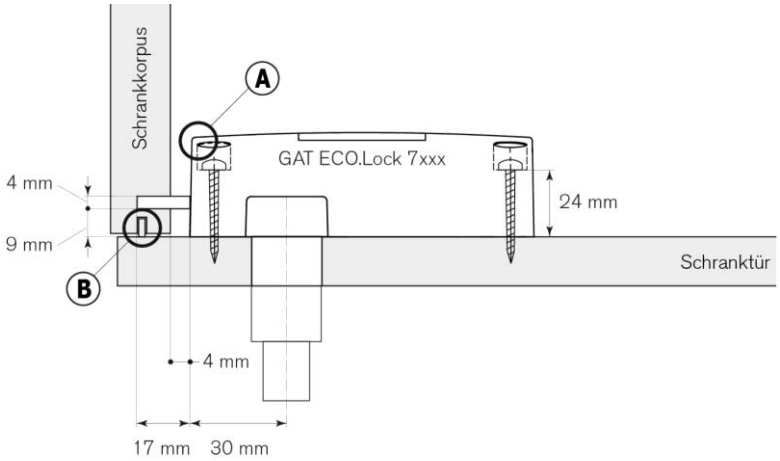
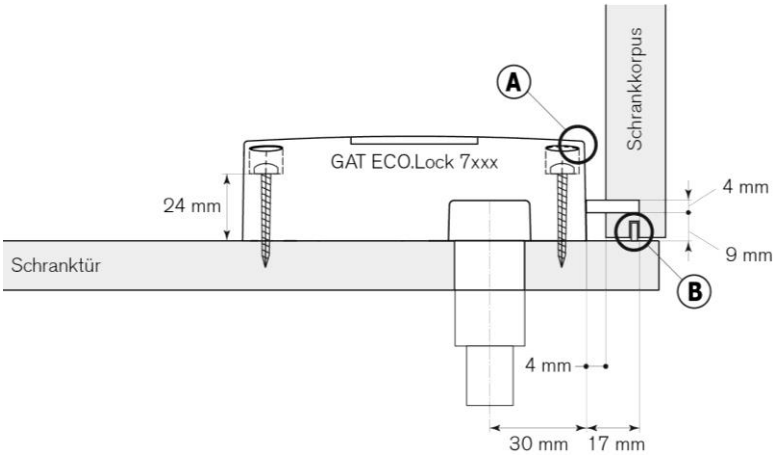
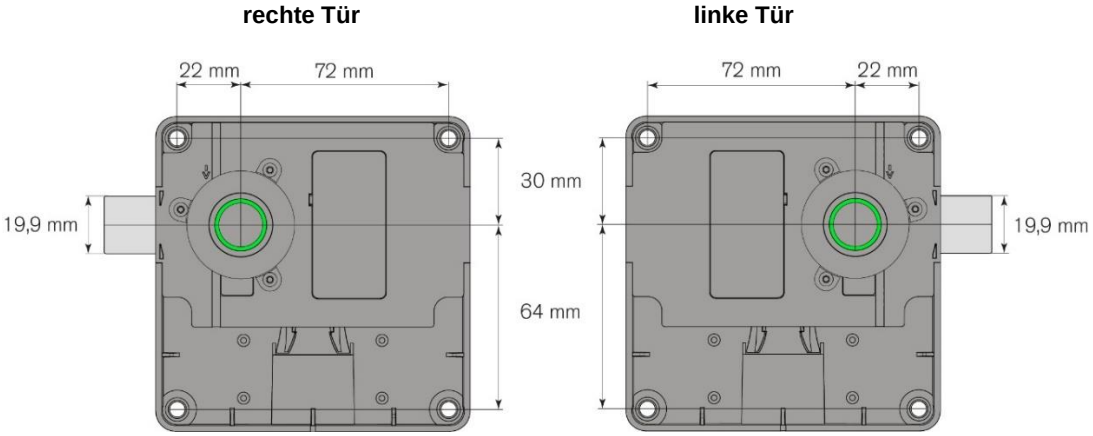

***Bild 3.5** – Bohrplan für rechtsangeschlagene Schranktür*
***Bild 3.6** – Bohrplan für linksangeschlagene Schranktür*
***Bild 3.8** - Position der Tasterbohrung für metallische Türen*
- ► Bohren Sie für die Taste ein Loch in der Schranktür. Positionieren Sie die Tasterbohrung entsprechend den Maßen in Bild 3.**4** und Bild 3.5 (für rechtsangeschlagene Türen) oder Bild 3.**6** (für linksangeschlagene Türen).
- ► Markieren Sie 4 Befestigungslöcher an der Innenseite der Schranktür für das Schlossgehäuse. Positionieren Sie die Löcher entsprechend den Maßen in Bild 3.**4** und Bild 3.5 (für rechtsangeschlagene Türen) oder Bild 3.**6** (für linksangeschlagene Türen).
- ► Bohren Sie ein Loch in der Schranktür für die Taste. Positionieren Sie die Tasterbohrung entsprechend den Maßen in Bild 3.8 und Bild 3.5 (für rechtsangeschlagene Türen) oder Bild 3.6 (für linksangeschlagene Türen).
- ► Markieren Sie 4 Befestigungslöcher an der Innenseite der Schranktür für das Schlossgehäuse. Positionieren Sie die Löcher entsprechend den Maßen in Bild 3.8 und Bild 3.5 (für rechtsangeschlagene Türen) oder Bild 3.6 (für linksangeschlagene Türen).